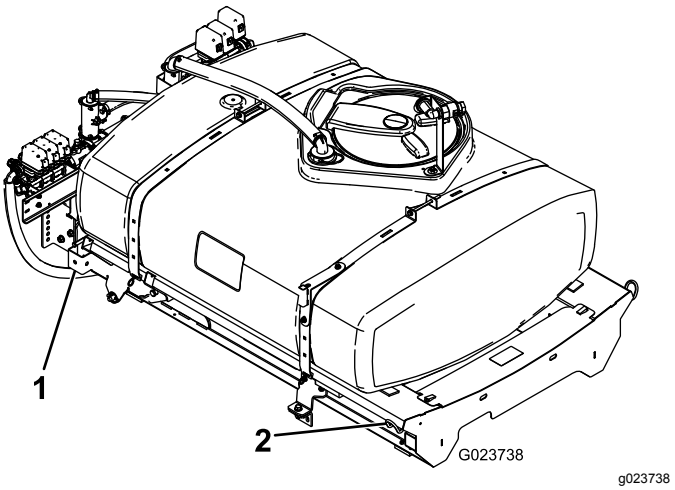

**Figur 10**
1. Løft tankens gliderramme ved hjelp av en løfteanordning (Figur 10), og posisjoner over kjøretøyrammen slik at pumpe- og ventilenhetene vender bakover.